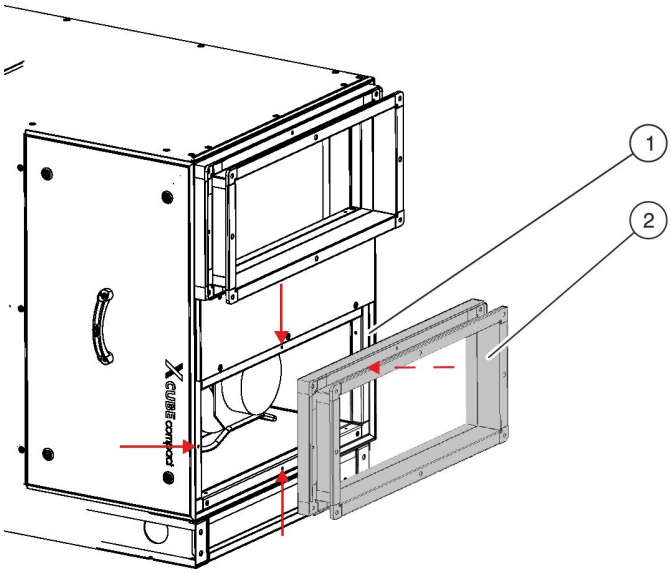

Abb. 21: Montage Dämmstutzen
- Dämmstutzen (Abb. 21 /2) am Geräterahmen des RLT-Geräts (Abb. 21 /1) mit vier Innensechskantschrauben (M6×50) festschrauben.
Wird das RLT-Gerät zusammen mit einem Zubehörmodul bestellt, ist der Zuluft-Anschlussschutzen (Abb. 21 /2) bereits an der Zuluftseite des Zubehörmoduls angeschraubt.